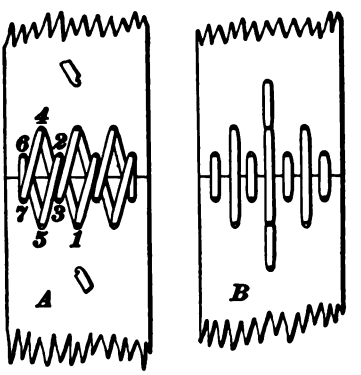

FIG. 17.
35. For belts wider than 3 inches, the lacing shown in Fig. 17 is a good one. As will be observed, there are two rows of holes. The number of holes in the row nearest the joint should exceed by one the number of holes in the second row. For belts up to 4½ inches wide, use 3 holes in the row nearest the joint and 2 holes in the second row. For belts up to 6 inches wide, use 4 and 3 holes, respectively. For larger belts, make the total number of holes in each end either one or two more than the number of inches of width, with the object of getting an odd total number of holes. For example, for a 10-inch belt, the total number of